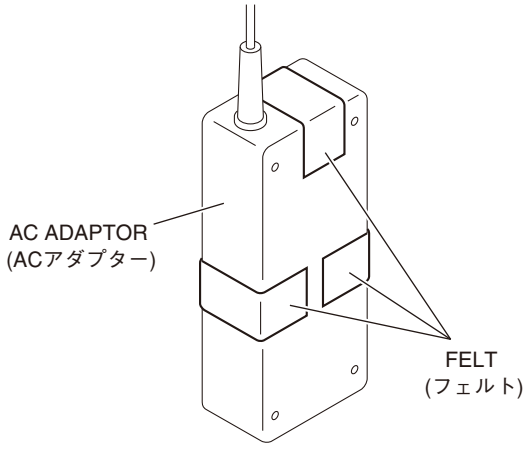

Fig. 4（図 4）
* ***Be sure to install the felt at the location indicated in the figure below when replacing the AC adaptor in the power supply assembly. (Fig. 4)***
※ **電源 Ass'y 内の AC アダプタを交換する場合は、下図の位置に必ずフェルトを取り付けること。(図 4)**